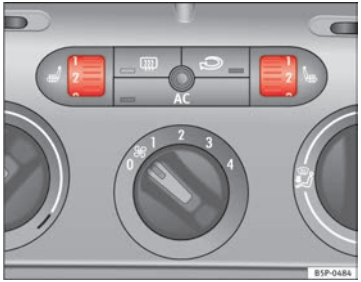

Fig. 95 Thumb wheel for the front seat heating
– Turn the appropriate thumb wheel ⇒ fig. 95 to switch on the seat heating. The seat heating is switched off in the **0** position.